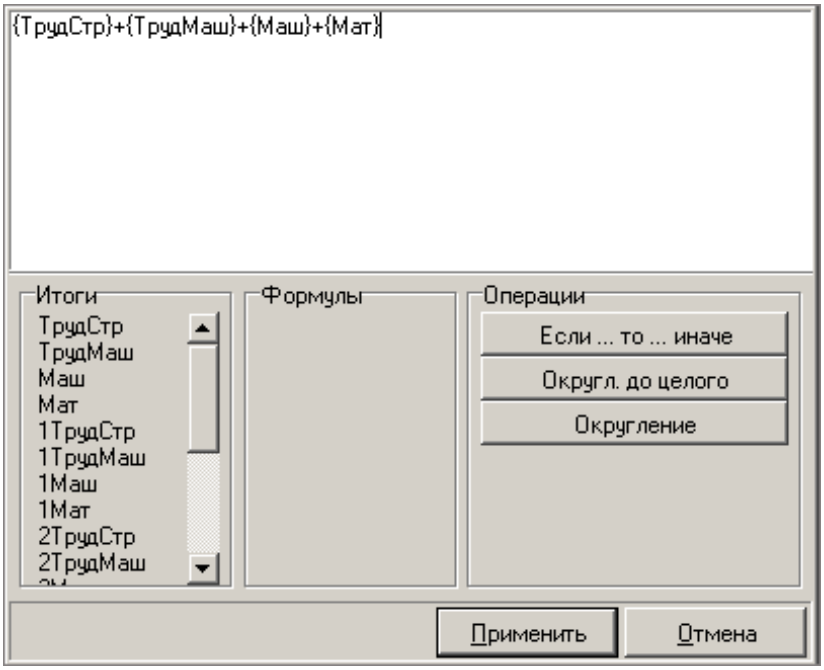

Рис. 6. Окно ввода формул
- **Формула** – в этой графе следует ввести формулу, по которой будет осуществляться вычисление итога. Щелкните по данной графе левой клавишей мыши и нажмите на кнопку в ее правой части. В появившемся окне (см. рис. 6) при помощи мыши и клавиатуры введите формулу. Нажмите **Применить**.